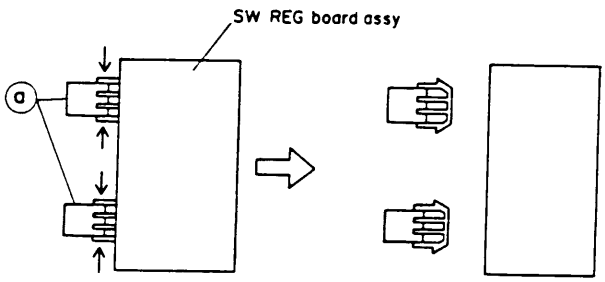

Fig.1-1-6 SWITCHING REGULATOR board assembly-(2)
4. Disengage 2 tabs ⓐ as shown in Fig.1-1-6 and remove the SWITCHING REGULATOR board assembly.